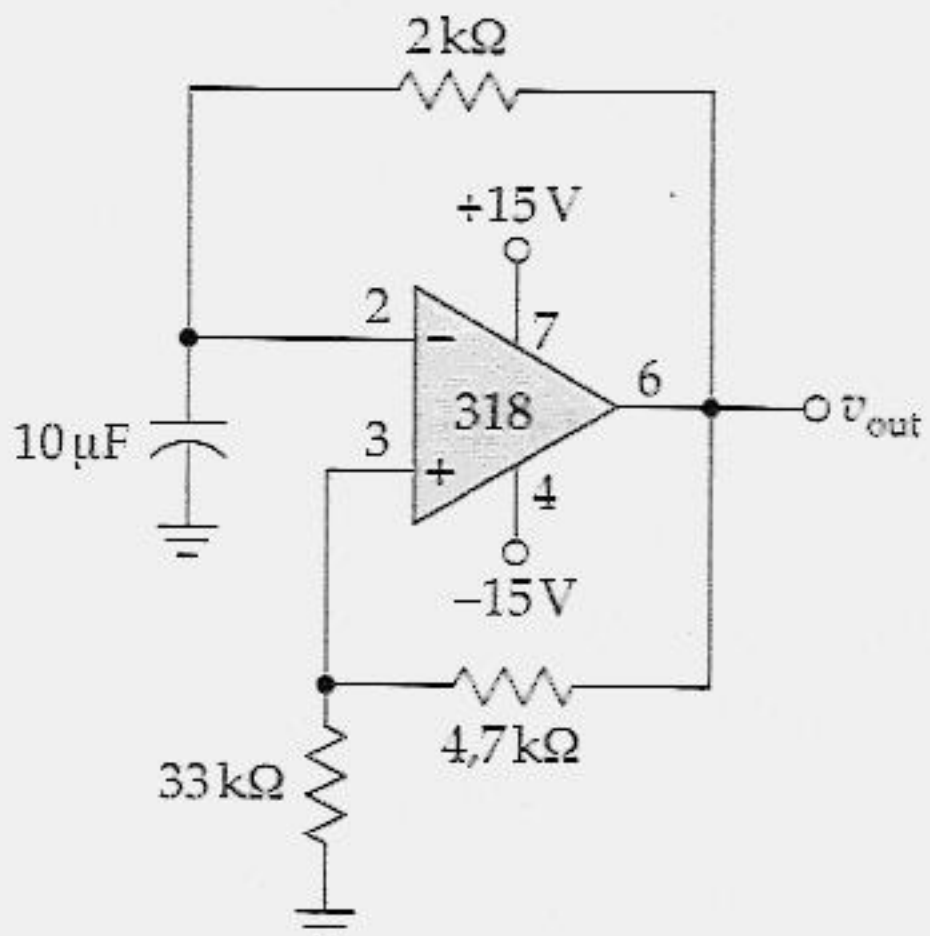

Figura 21.43
21.21 Qual a freqüência do sinal de saída da Figura 21.43?
21.22 Se os valores de todos os resistores da Figura 21.43 forem dobrados, o que acontece com a freqüência?
21.23 Desejamos que a freqüência de saída da Figura 21.43 seja de 20 kHz. Sugira algumas mudanças para que isso aconteça.